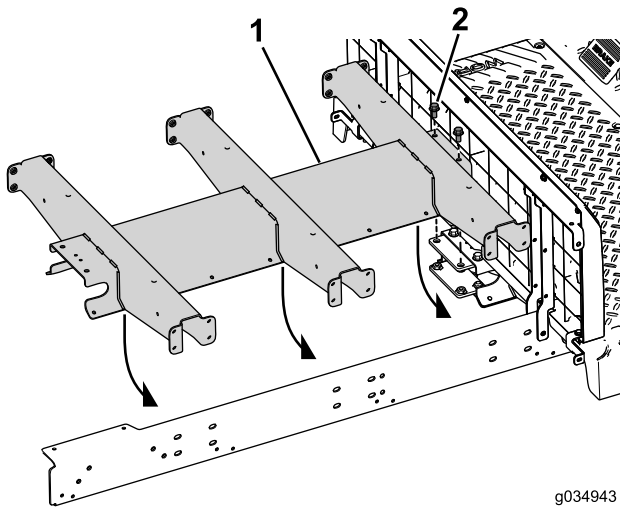

Figur 24
4. För in två skruvar (3/8 x 3/4 tum) genom mittkanalen och det bakre fästet (Figur 24).